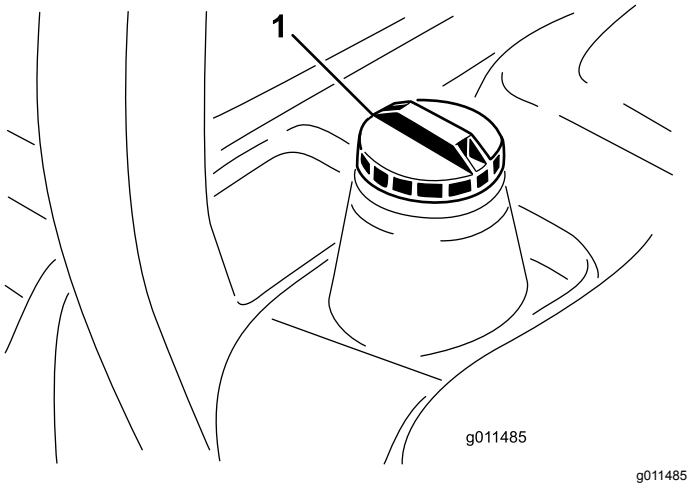

Figura 20
3. Retire el tapón del depósito de combustible (Figura 20).